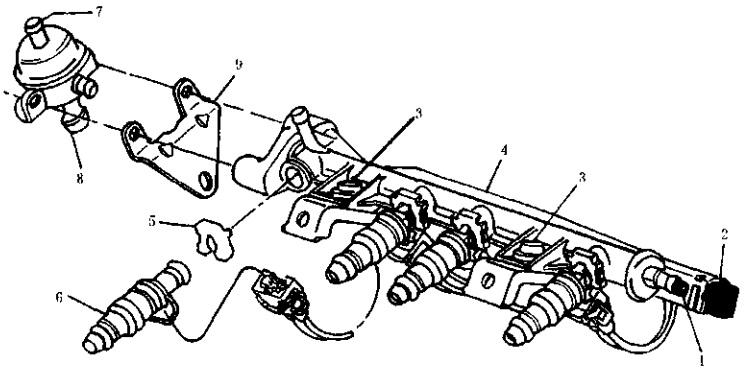

图 5—31
①按图 5—31 所示，拆下燃油喷射系统燃油管端头的检测孔塞；
②在检测孔接上燃油压力表，起动起发动机并使之以怠速转速运转，此时表的读数应为 248kPa；
③拆开燃油压力调节器顶部的真空软管，此时表的燃油压力读数应立即上升到 303kPa；